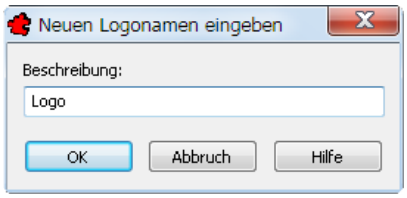

Bild 26.3 – Das neue Logo wird benannt
- Hierauf erscheint das Dialogfeld für den Namen des neuen Logos. Geben Sie einen neuen, bisher nicht verwendeten Namen ein und bestätigen Sie (Abb. 26.3).